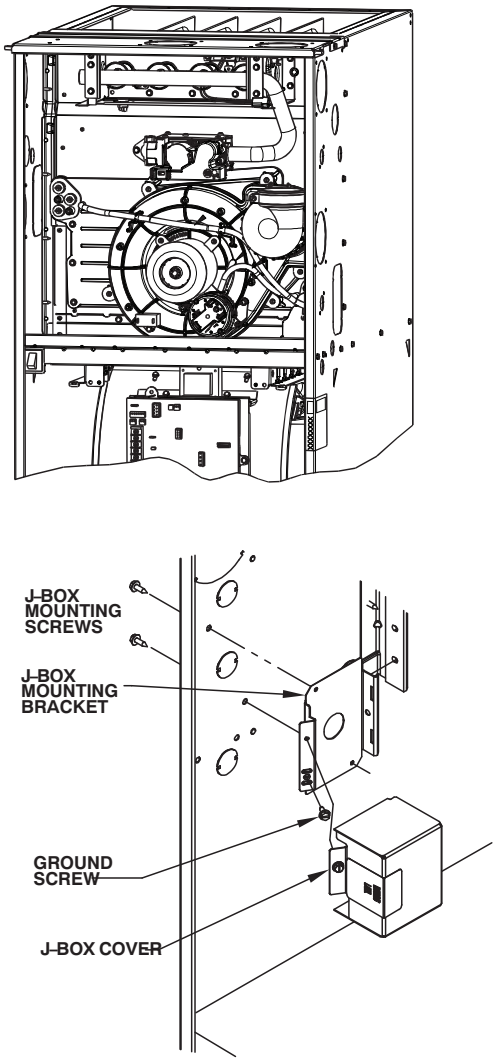

Fig. 31 - Installing J-Box (When Used)
6. Connect field ground wire and factory ground wire to green ground screw on J-Box mounting bracket as shown in **Fig. 31**.
5. Connect field ground wire and factory ground wire to green ground screw on J-Box mounting bracket as shown in **Fig. 31.**
4. Connect field ground wire and factory ground wire to green ground screw on J-Box mounting bracket as shown in **Fig. 31**.